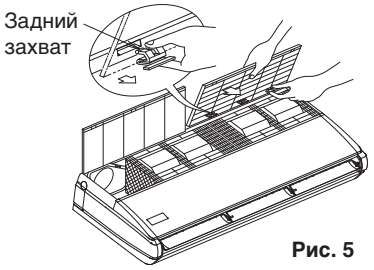

Рис. 5
- Оставьте решетку воздухозаборника открытой. Чтобы снять решетку, нужно, удерживая захват на задней части, одновременно потянуть ее на себя. **(См. рис. 5)**